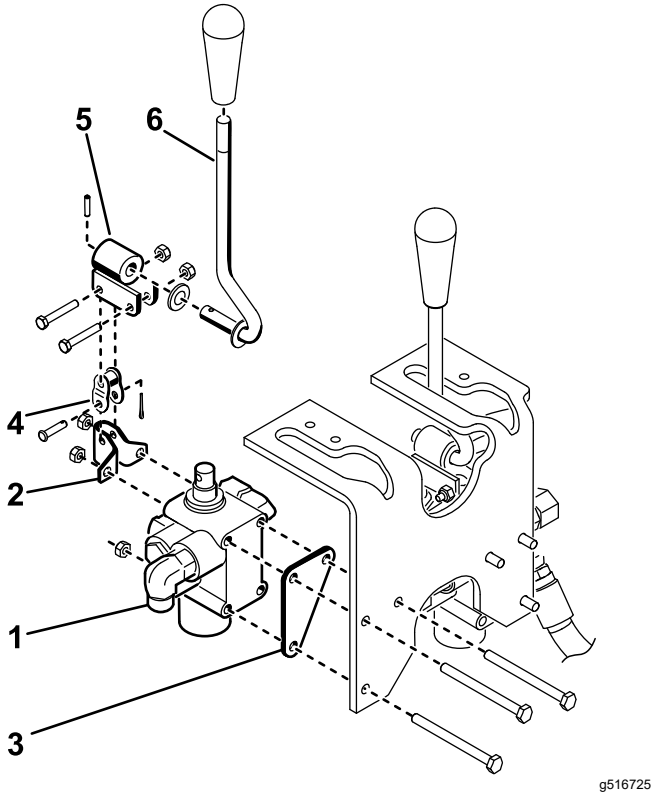

Figura 8
pernos (¼" × 3") y 3 contratuercas (Figura 8). Posicione la chapa de la válvula contra la parte delantera del travesaño del bastidor mientras realiza de montaje, y apriete las fijaciones a 10-12 N·m.
3. Monte provisionalmente la palanca de pivote en el actuador de la válvula y en el eslabón de unión con 2 pernos (N.º 10 × 1¼") y 2 contratuercas (Figura 8).